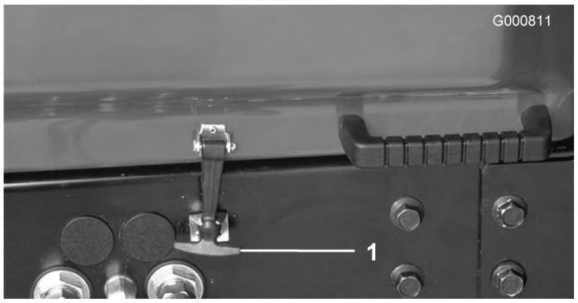

Figura 28
1. Coloque a máquina numa superfície nivelada. Abra o trinco do capot e levante-o (Figura 28).